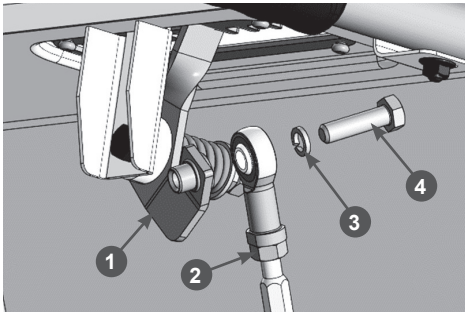

Рис. 10. Установка тяги рычага переключения передач (верхний конец)
— Соедините верхний конец тяги с рычагом переключения передач, последовательно установив на рычаг 1 тягу 2, шайбу пружинную М8 (3), и закрутив болт М8×30 (4) (Рис. 10).